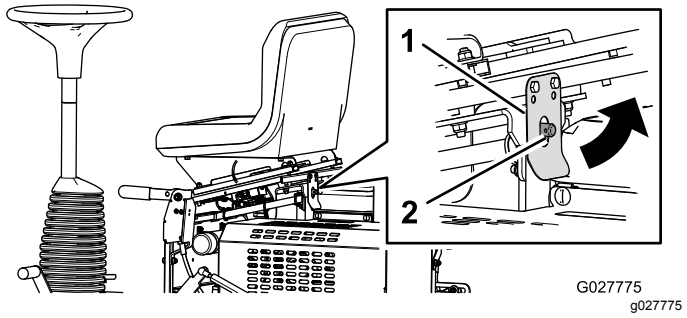

Figur 20
2. Træk sædelåsen tilbage, og vip sædet frem (Figur 20).